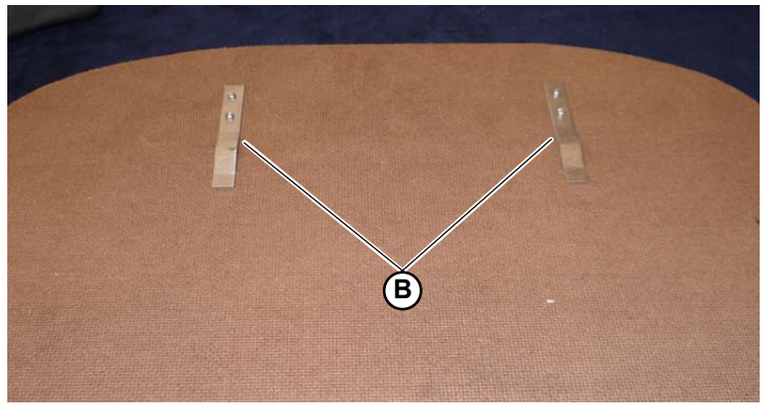

Fig.4
2. Holding the panel against the seat, slide it upward to release the two hooks located inside the panel itself from the seat (**B-Fig.4**).